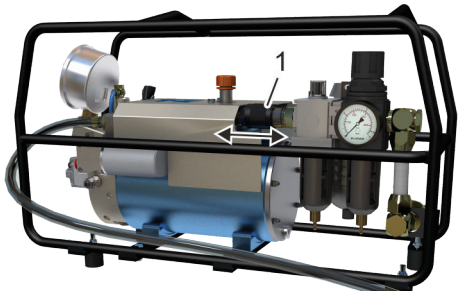

Abb. 24: Schiebeventil
3. Schiebeventil (Abb. 24/1) öffnen.
4. Schiebeventil (Abb. 24/1) öffnen.